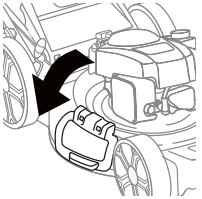

Fig. 12
2. Cierra la puerta del mantillo. El cortacésped está listo para el mantillo. (Fig.12)